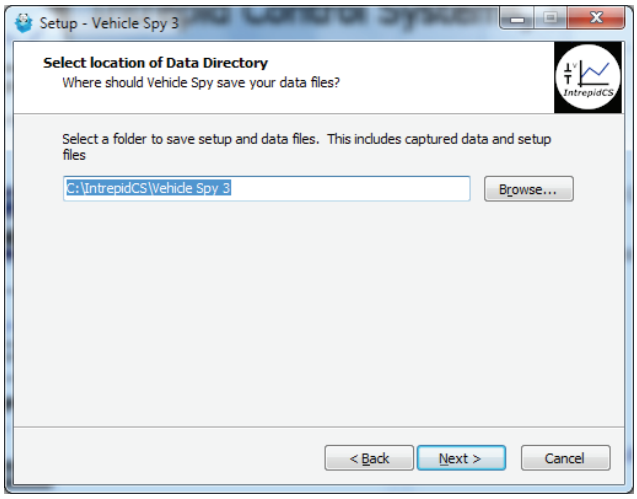

Figure 23: データ・ディレクトリーの選択
8. データ・ディレクトリーの選択: ヴィークルスパイが採取したデータファイル等を保管する場所の選択です。これについてはデフォルトのディレクトリ(*C:\IntrepidCS\Vehicle Spy 3*)を強く推奨します(図23)。 Next > をクリックして下さい。